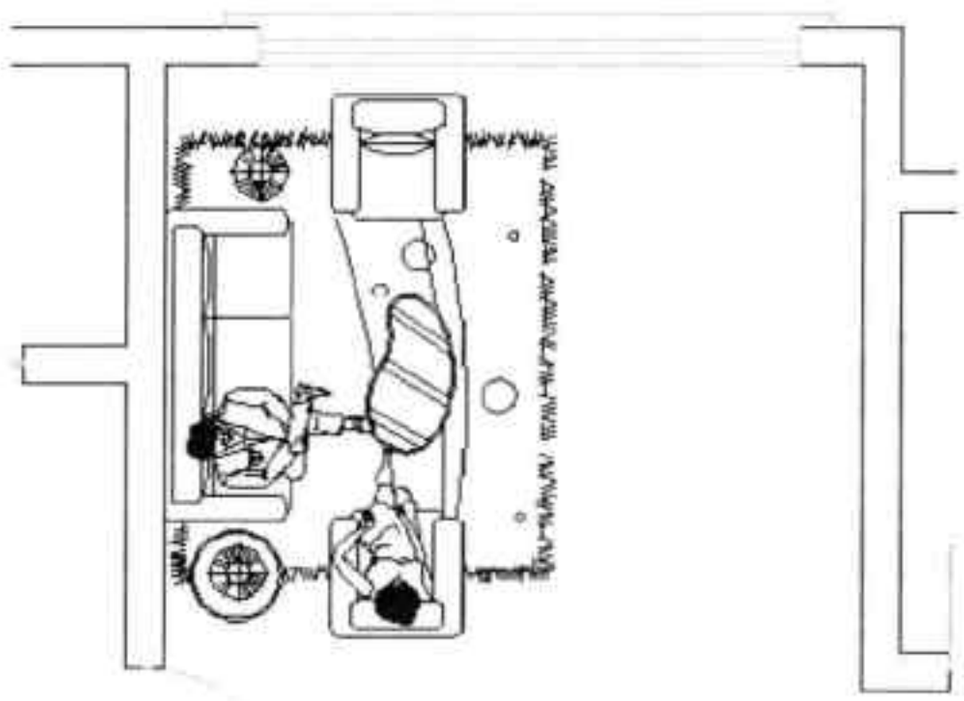

图18-7 插入沙发图块
Step 07 设置完成后，指定好平面图合适位置，即可插入沙发图块，如图 18-7 所示。